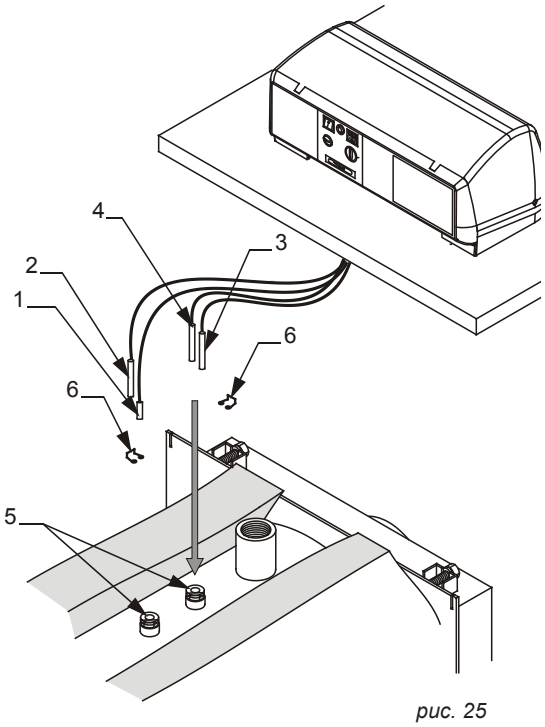

рис. 25
F) Вставить датчики приборов в манжеты, как показано на рис. 25 и подключить панель управления к электропитанию, к горелке, насосам, и т.д.